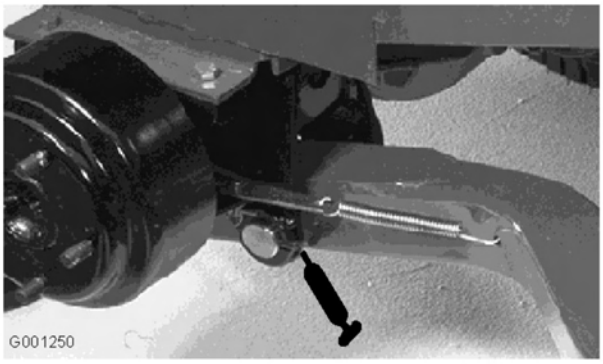

Figur 37
- Løftearmsdrejebøsninger (Figur 37)